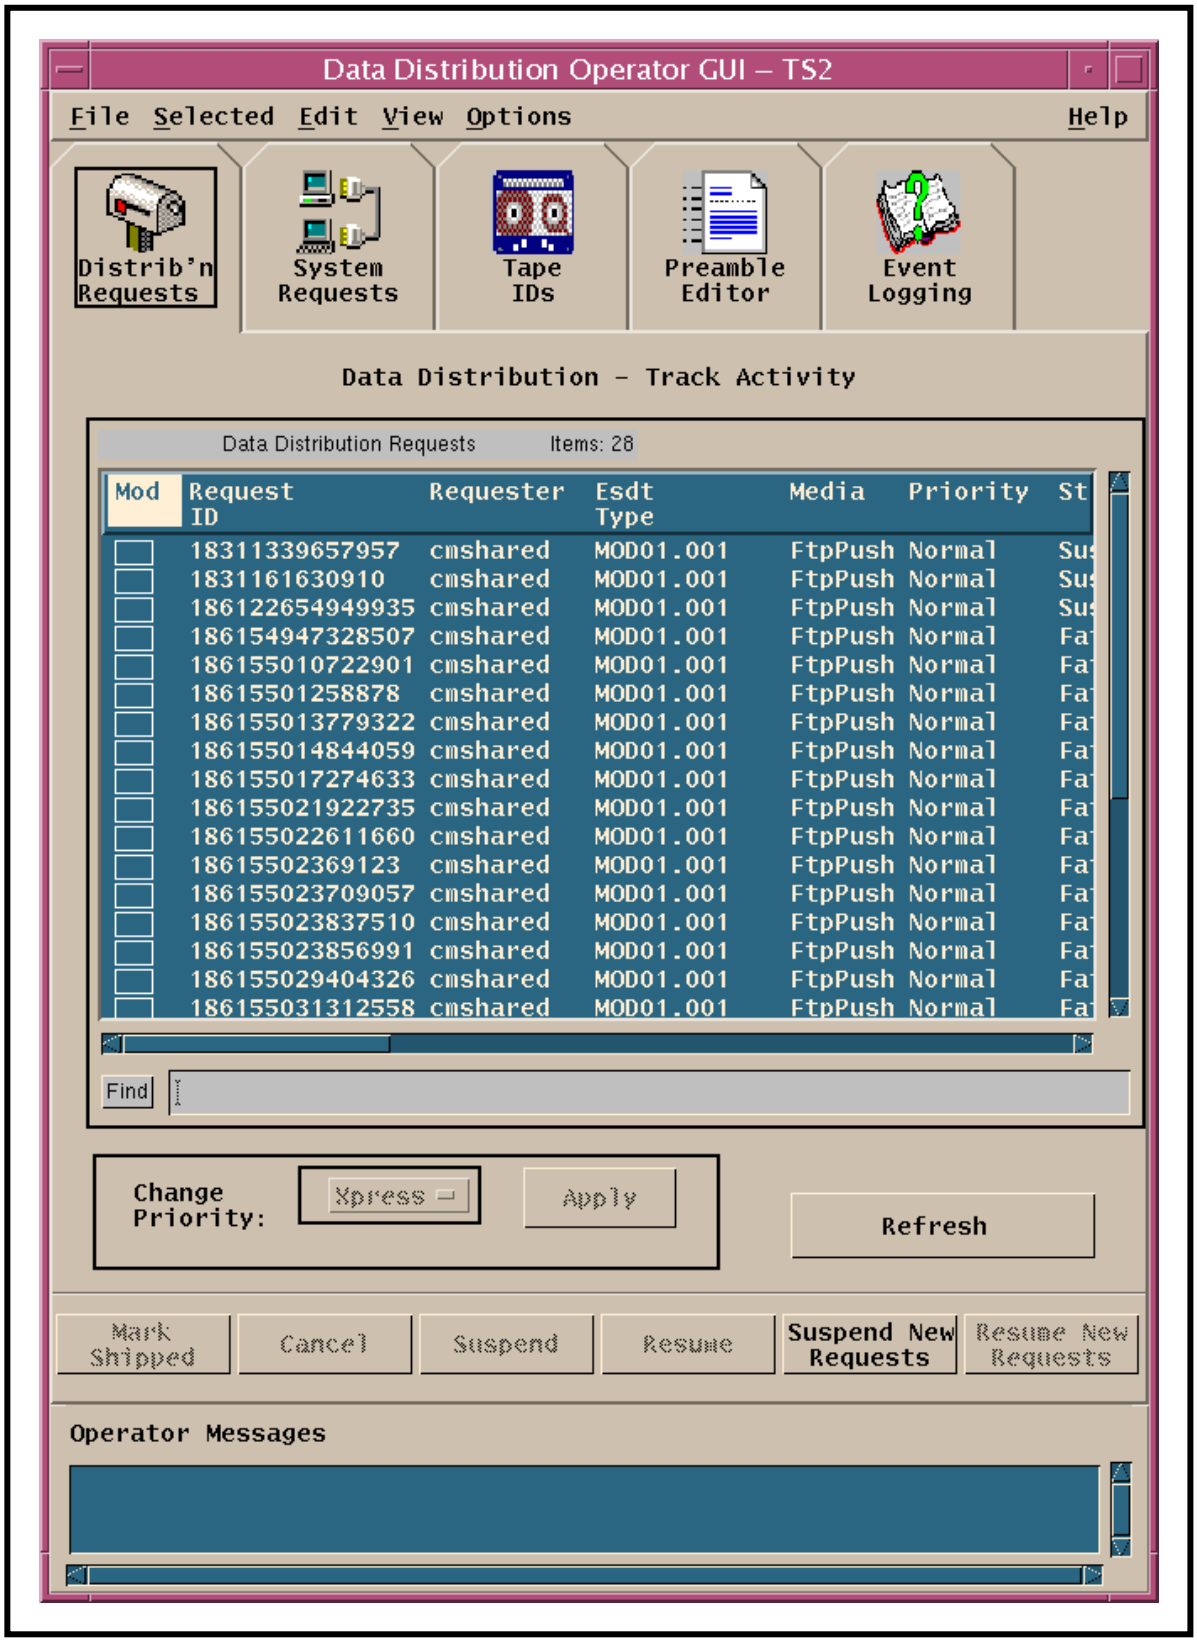

Figure 6. Distrib'n Requests Tab (Data Distribution Operator GUI)
- The **Data Distribution Operator GUI Distrib'n Requests** tab (Figure 6) is displayed.
The Distribution Technician monitors and manages data distribution requests primarily via the **Data Distribution - Track Activity** window of the **Distrib'n Requests** tab (Figure 6) on the **Data Distribution Operator GUI**. From the **Data Distribution - Track Activity** window the DAAC Distribution Technician can perform the following functions:
The procedure for monitoring data distribution requests starts with the assumption that all applicable servers and the **Data Distribution Operator GUI** are currently running and the **Distrib’n Requests** screen (Figure 6) is being displayed.
The procedure for configuring data distribution polling starts with the assumption that all applicable servers and the **Data Distribution Operator GUI** are currently running and the **Data Distribution - Track Activity** window (Figure 6) on the **Distrib'n Requests** tab is being displayed.